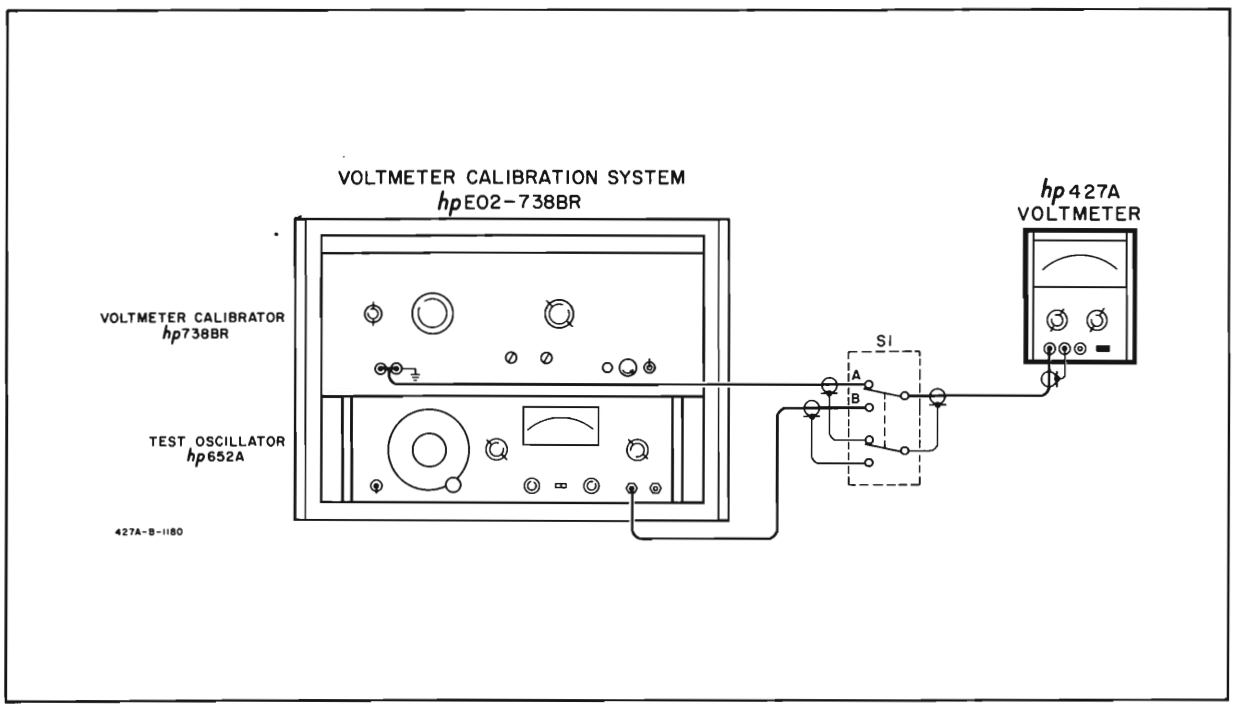

Figure 5-1. AC Accuracy and Frequency Response Check
5-10. Connect the test oscillator, and the voltmeter calibrator as shown in Figure 5-1.
b. Set S1 in Figure 5-1 to position A.
a. Set S1 in Figure 5-1 to position B. Set the Model 427A RANGE to 0.01.